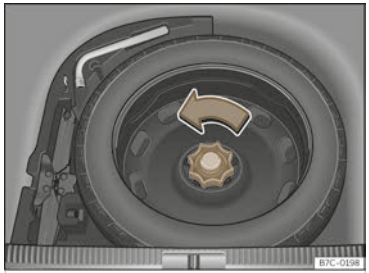

Fig. 249 In the luggage compartment: load floor raised.
- Turn the thumb wheel anticlockwise ››› Fig. 249.